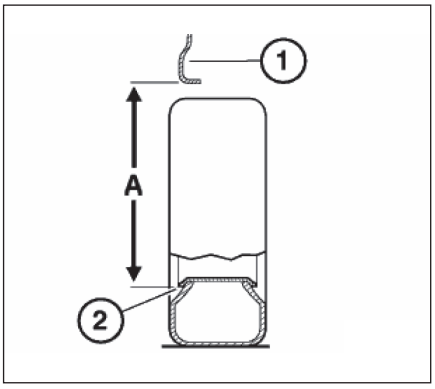

Рис. 10.3. Расстояние «А»
Высота дорожного просвета (кузова) характеризуется размером «А» (рис. 10.3), расстоянием между закраиной обода колеса (2) и нижней кромкой кожуха колесной ниши (1) по перпендикуляру, проходящему через центр колеса. Допустимое отклонение высоты дорожного просвета при нормальной нагрузке должно быть не более ±10,0 мм, в исходном состоянии (конструкторское положение) ±2,0 мм.